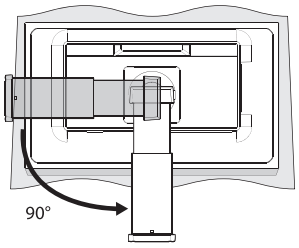

Figura 1
1. Sistemare il monitor a faccia in giù su una superficie non abrasiva (**Figura 1**).
2. Ruotare il supporto di 90 gradi come mostrato in **Figura 1**.